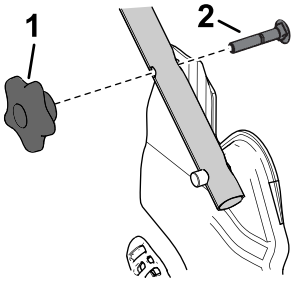

Рисунок 23
1. Снимите и сохраните две круглые рукоятки и два каретных болта с кронштейнов рукоятки (Рисунок 23).